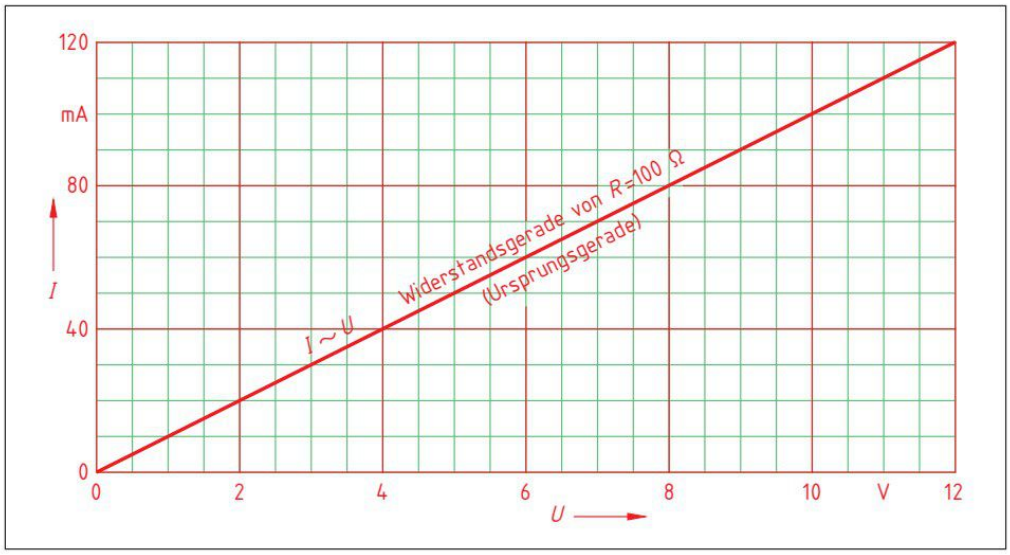
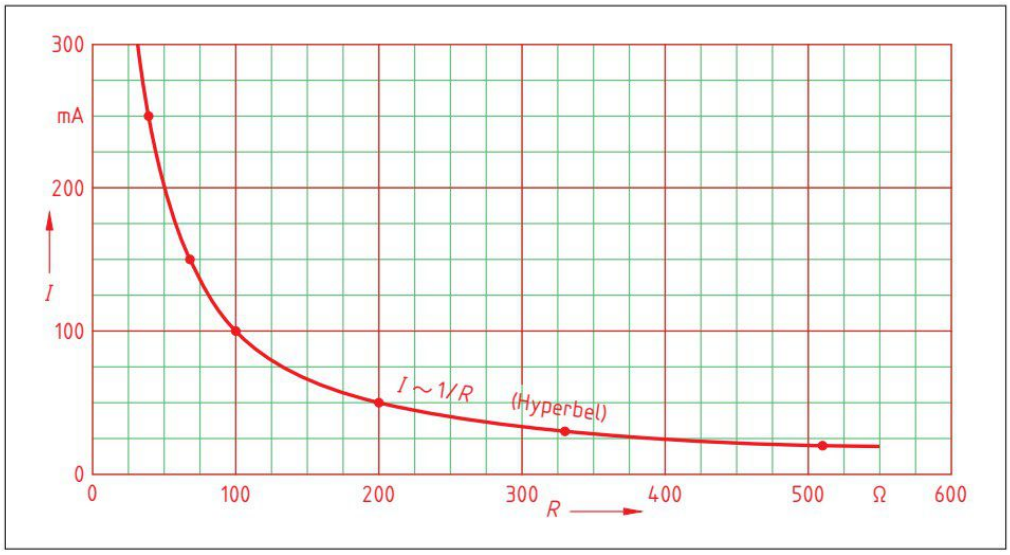

Bild 1: Spannungs-Strom-Diagramm (Versuch 1, Seite 20)
Bild 2: Widerstands-Strom-Diagramm (Versuch 2, Seite 20)
3. Tragen Sie die Wertepaare aus der **Tabelle 2, Seite 20** in **Bild 1** und aus **Tabelle 3, Seite 20** in **Bild 2** ein und zeichnen Sie die Kennlinien.